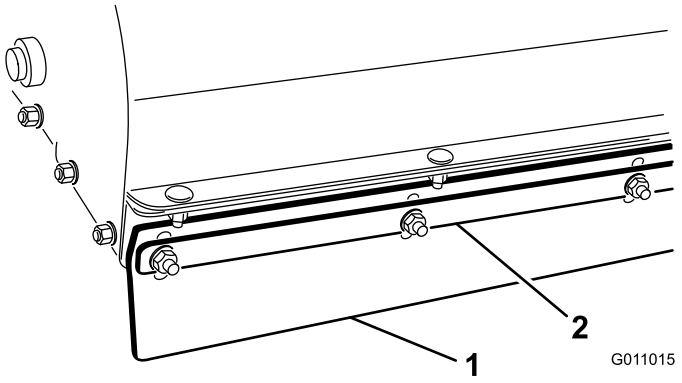

Figur 20
1. Løsn de møtrikker, der fastgør metalskinnen og frontflappen til børstehuset (Figur 20).